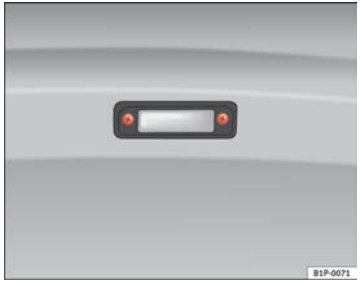

Fig. 239 Registration light
– To remove the tulip-shaped fitting, unscrew the bolts ⇒ fig. 239.